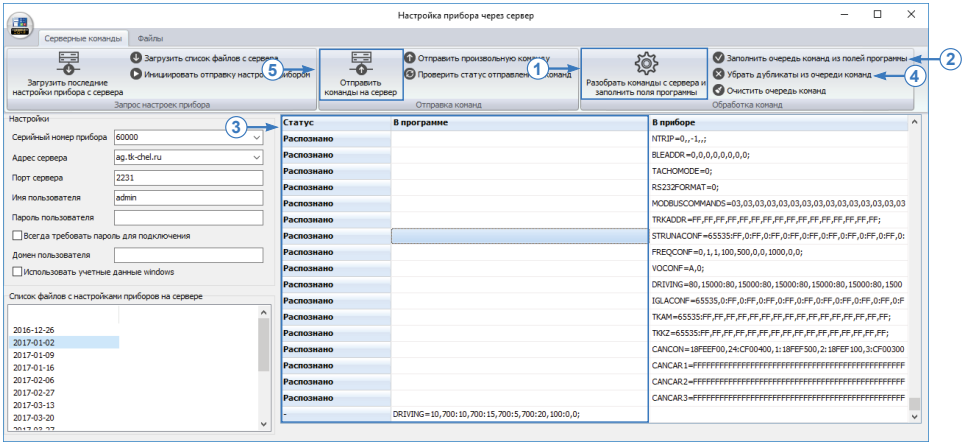

Рис.103. Отправка списка команд.
- нажать кнопку «Разобрать команды с сервера...», чтобы в полях программы появились актуальные настройки прибора **(Рис.103, п.1)**. Данная операция занимает некоторое время;
- нажать кнопку «Заполнить очередь команд из полей программы» **(Рис.103, п.2)** для того, чтобы сформировать команды удаленной настройки на основе параметров, заданных в
программе «AG.GSMConf». В результате программа сформирует команды для установки всех параметров прибора и отобразит их в столбце «В программе» **(Рис.103, п.3)**; Данный список команд может быть изменен перед отправкой. Двойное нажатие левой кнопки мыши на строке с командой разрешает редактирование этой команды. Это позволяет удалить полностью команду или изменить некоторые параметры;
- нажать кнопку «Убрать дубликаты из очереди команд» **(Рис.103, п.4)** для того чтобы удалить из очереди команды, которые содержит такие же настройки, что и установленные в устройстве. Сравнение команд осуществляется по ранее запрошенным настройкам. Если настройка на отправку и настройка в приборе совпадают, то команда будет исключена из очереди;
- нажать кнопку «Отправить команды на сервер» **(Рис.103, п.5)**;